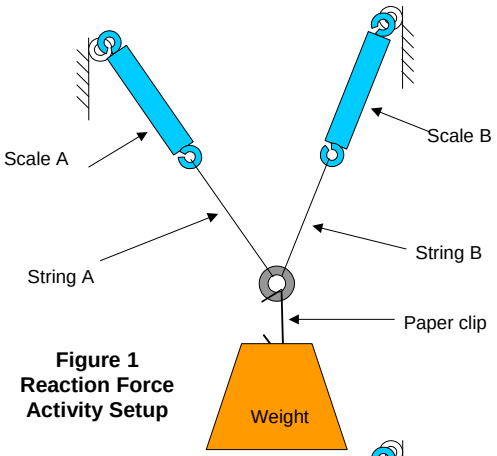

Figure 1 Reaction Force Activity Setup
1. Cut two lengths of string and attach one end to the washer and the other end to a spring scale as shown in figure 1.